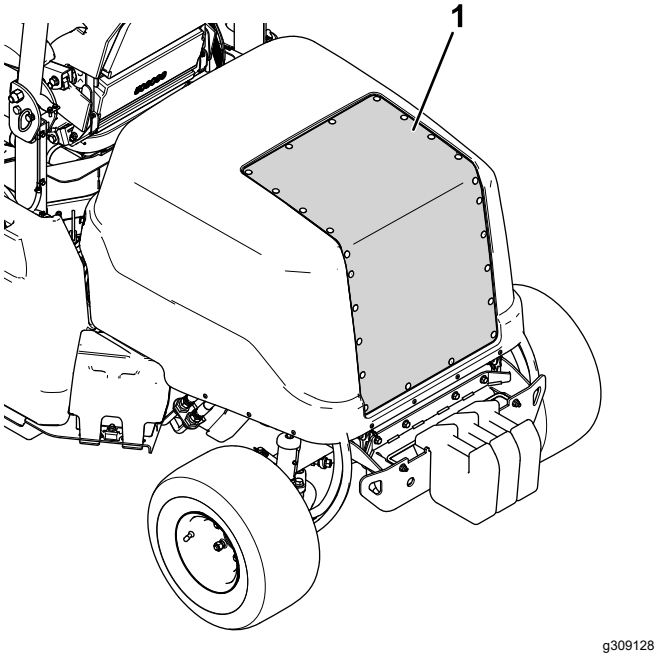

Figura 69
2. Utilizzate aria compressa per pulire la griglia del cofano (mostrata nella Figura 69). Indirizzare l'aria all'esterno della macchina.